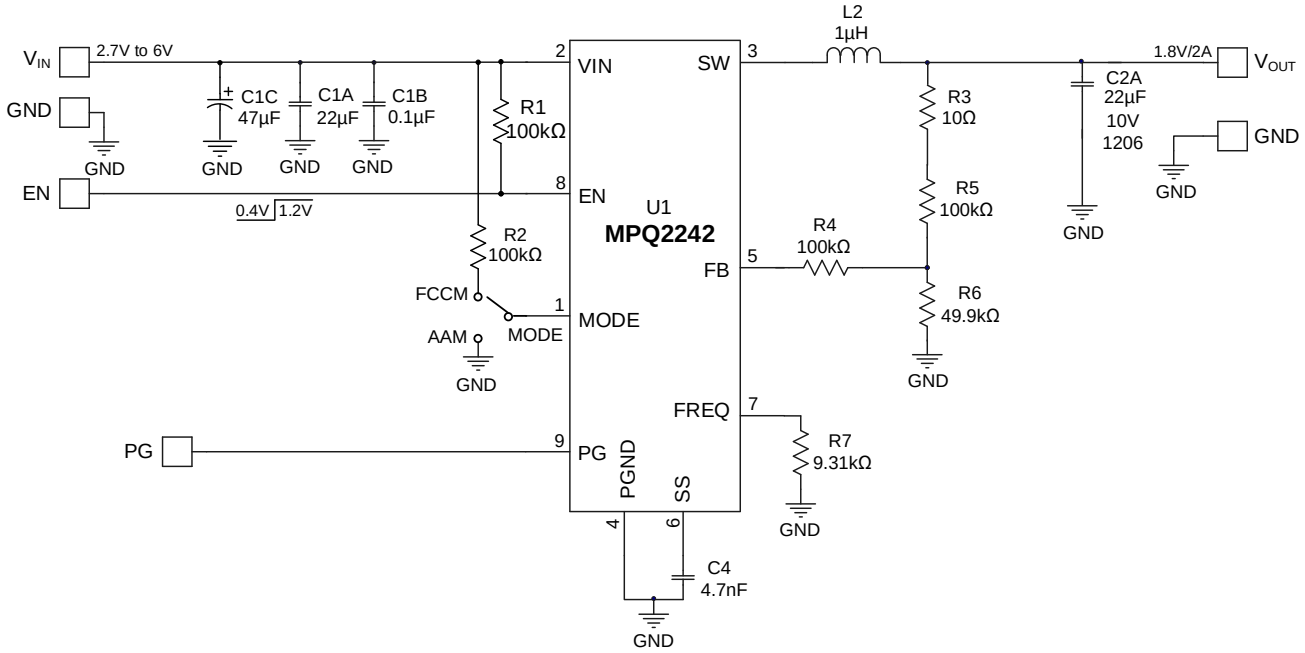

Figure 5: Typical Application Circuit (V_{OUT} = 1.8V, I_{OUT} = 2A)
10) The recommended PCB layout is based on the circuit in Figure 5 on page 25.